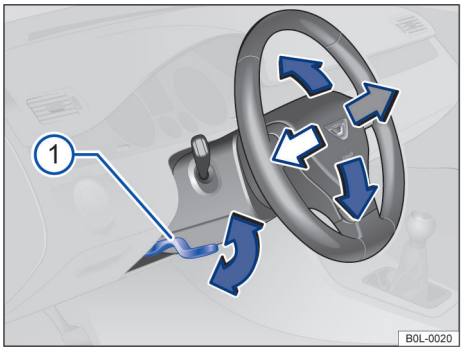

图 50 方向盘下部的转向柱饰板上：用于机械调节方向盘位置的操纵手柄
– 下推手柄 →图 50 ①。
- 调整转向柱后务必上推手柄 →图 50 ①，将其锁定，防止行驶中转向柱自行移位。 ▶